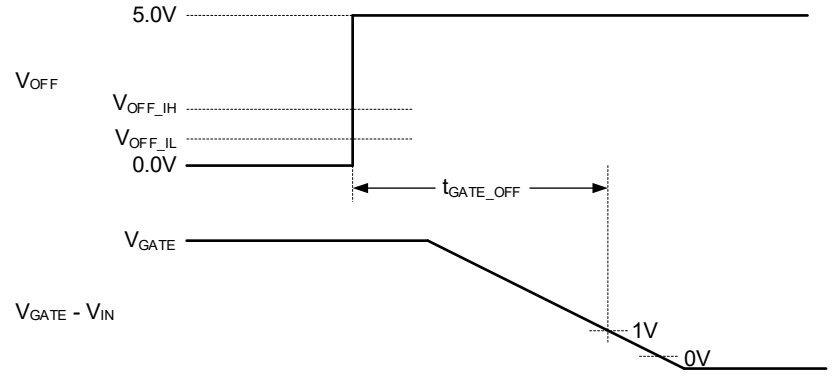

Figure 3. OFF Pin Low to High Transition Gate Off Timing Diagram
3. The time required for the GATE voltage to reach V_{IN} + 1V after a V_{OFF} transition from 0V to 5V. See Figure 3.